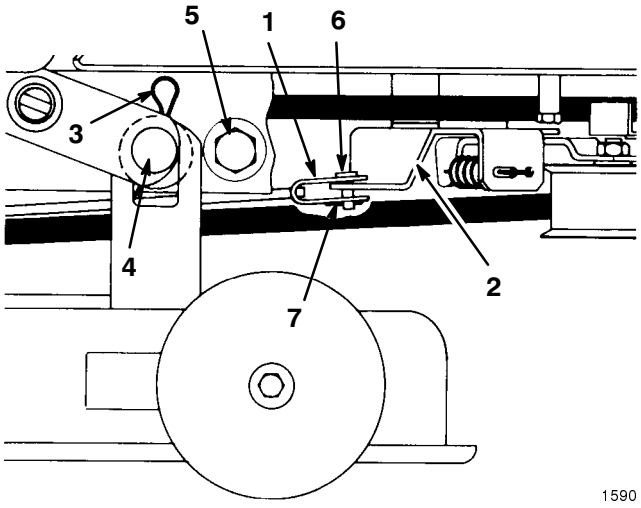

Figure 26
9. Remove the cotter pin and clevis pin securing the deck brake rod to the idler bracket (Fig. 26).
10. Remove the two hairpin cotters and washers retaining the mower housing to the mounting pins (Fig. 26). Grasp the mower housing and move it to the side until the housing slides off of the pins, then forward to allow the front mounts to drop.
5. Remove the screws, retainers, and locknuts securing the deck stops to each side of the mower frame (Fig. 26). Slide the mower housing rearward to release the belt tension.